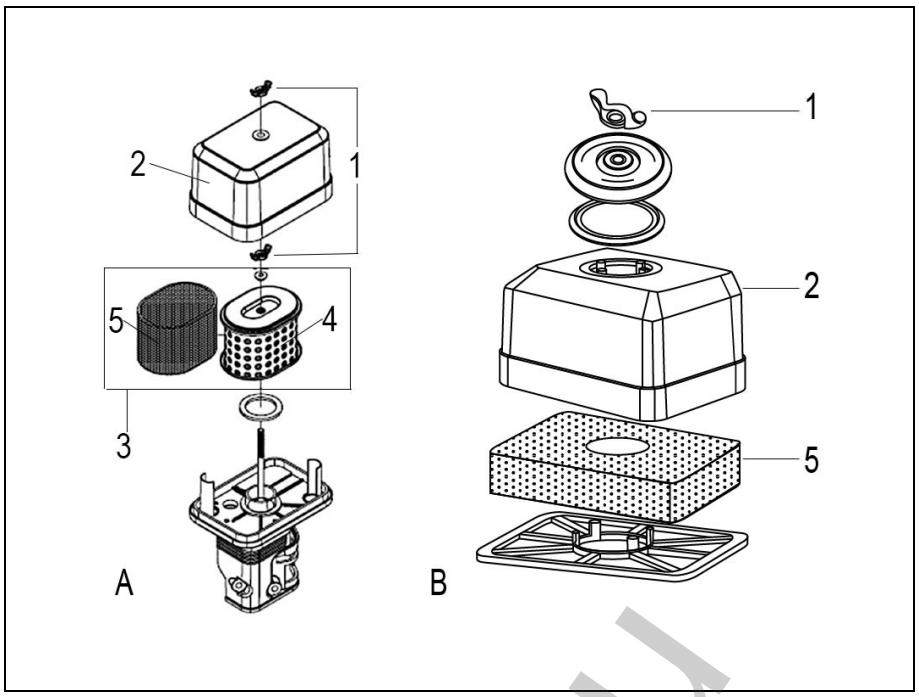

Рис. 17. Обслуживание воздушного фильтра.
1. Открутите верхнюю гайку (1) и снимите крышку (2) воздушного фильтра (Рис. 17).
2. Открутите нижнюю гайку (1) и извлеките из корпуса воздушный фильтр (3) в сборе.
3. Необходимо проверить целостность и чистоту фильтрующих элементов. Поролоновый (первоначальный) фильтрующий элемент (5) установлен на корпусе бумажного фильтрующего элемента (4).
Примечание: в корпусе воздушного фильтра может быть установлен вариант фильтрующего поролонового элемента увеличенной площади (без бумажного фильтра). (Рис. 17, В)